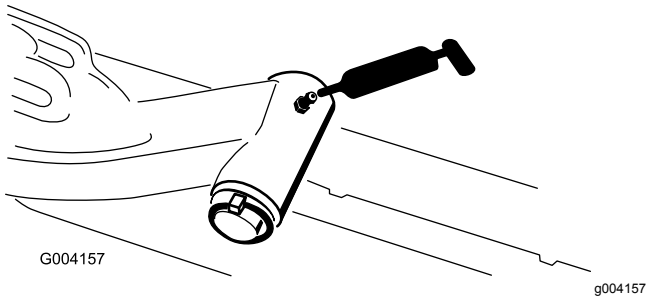

**Figur 67**
- Løftearmsdreietappaksel (1 hver) (Figur 67)